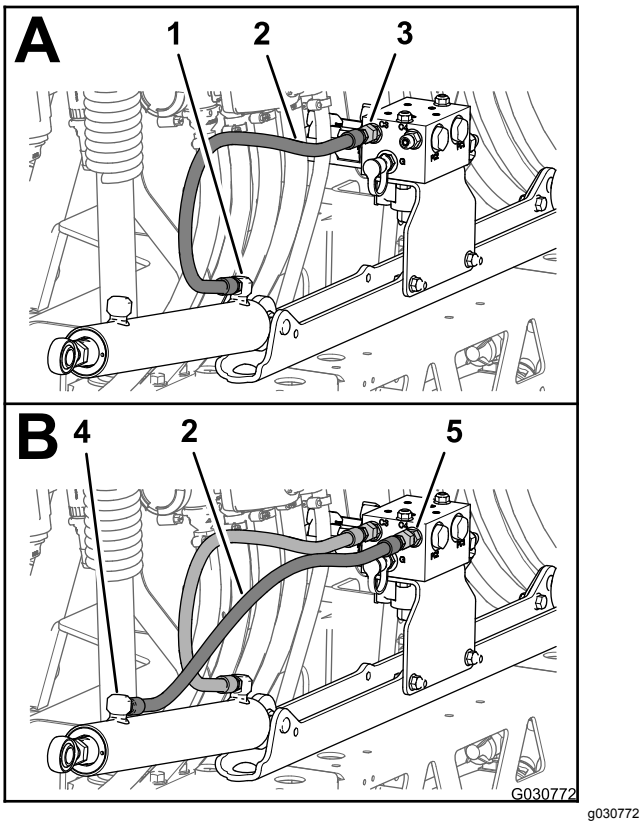

Figuur 95
1. Monteer losjes een nieuwe hydraulische slang (1/4 x 24-3/4") tussen de opening voor de uitgaande slag van de hefcilinder van de linkerspuitboom en opening C3 van het hefverdeelstuk van de spuitboom (Figuur 95).
2. Monteer losjes een nieuwe hydraulische slang (1/4 x 24-3/4") tussen de opening voor de ingaande slag van de hefcilinder van de linker spuitboom en opening C4 van het hefverdeelstuk van de spuitboom (Figuur 95).
5. Draai de slangfittings van de openingen voor de uit- en ingaande slag van de hefcilinders (Figuur 95 en Figuur 96) vast met een torsie van 21 tot 26 N·m.
6. Draai de wartelmoeren van de slangen van het hefverdeelstuk van de spuitbomen (Figuur 95 en Figuur 96) vast met een torsie van 24 tot 30 N·m.